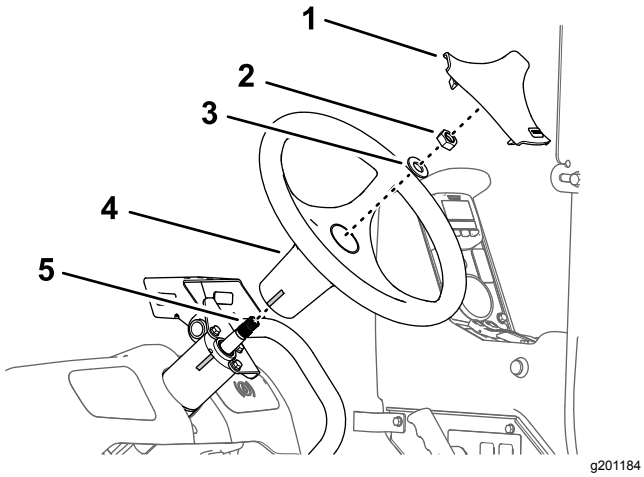

Figur 163
1. Rett inn teipmerket på rattet med teipmerket på styreventilhuset (Figur 163).
2. Monter rattet på akselen for styreventilen (Figur 163) med skiven (5/8 tomme) og mutteren (5/8 tomme) som du fjernet i trinn 3 av Fjerne rattet (side 70).